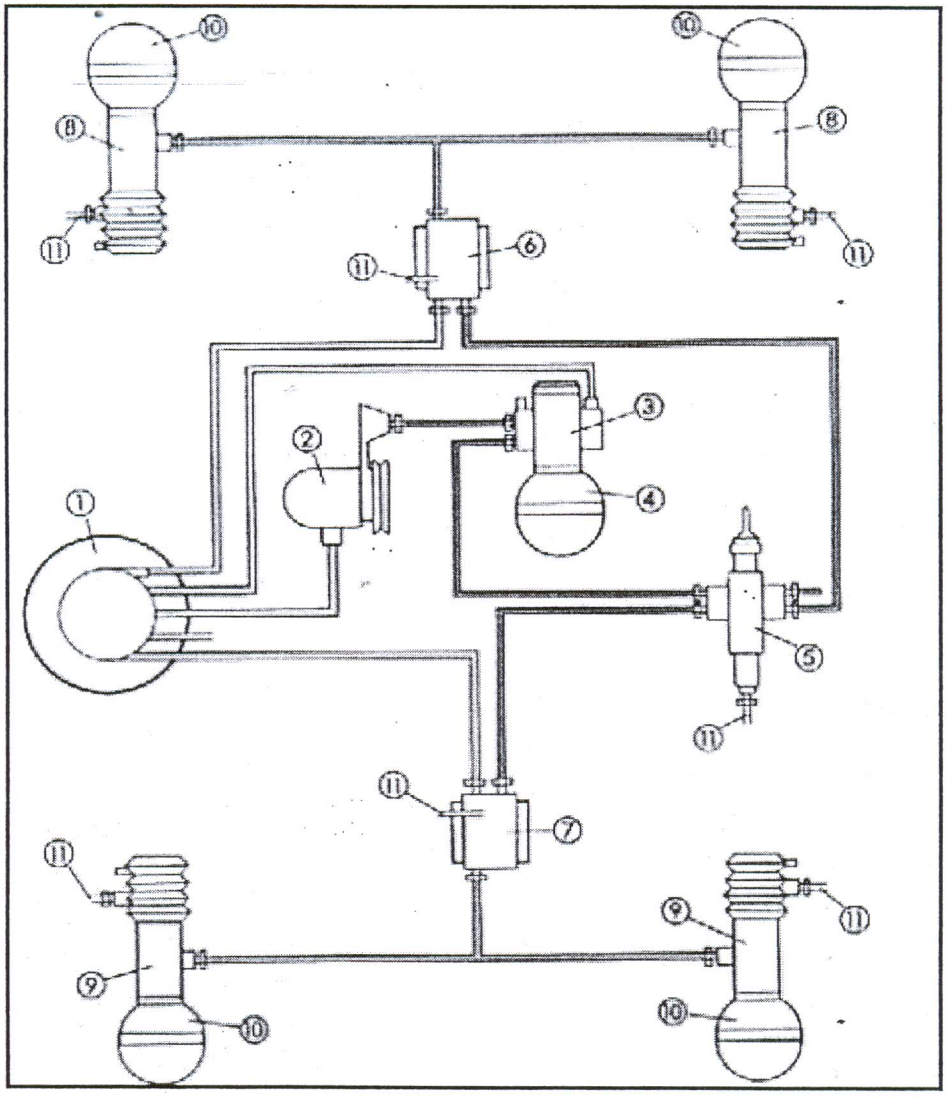

Figure 1:- Hydraulic Suspension System layout
c) Explain the operation of the BX Hydractive Suspension System in figure 1 below. (12 marks)